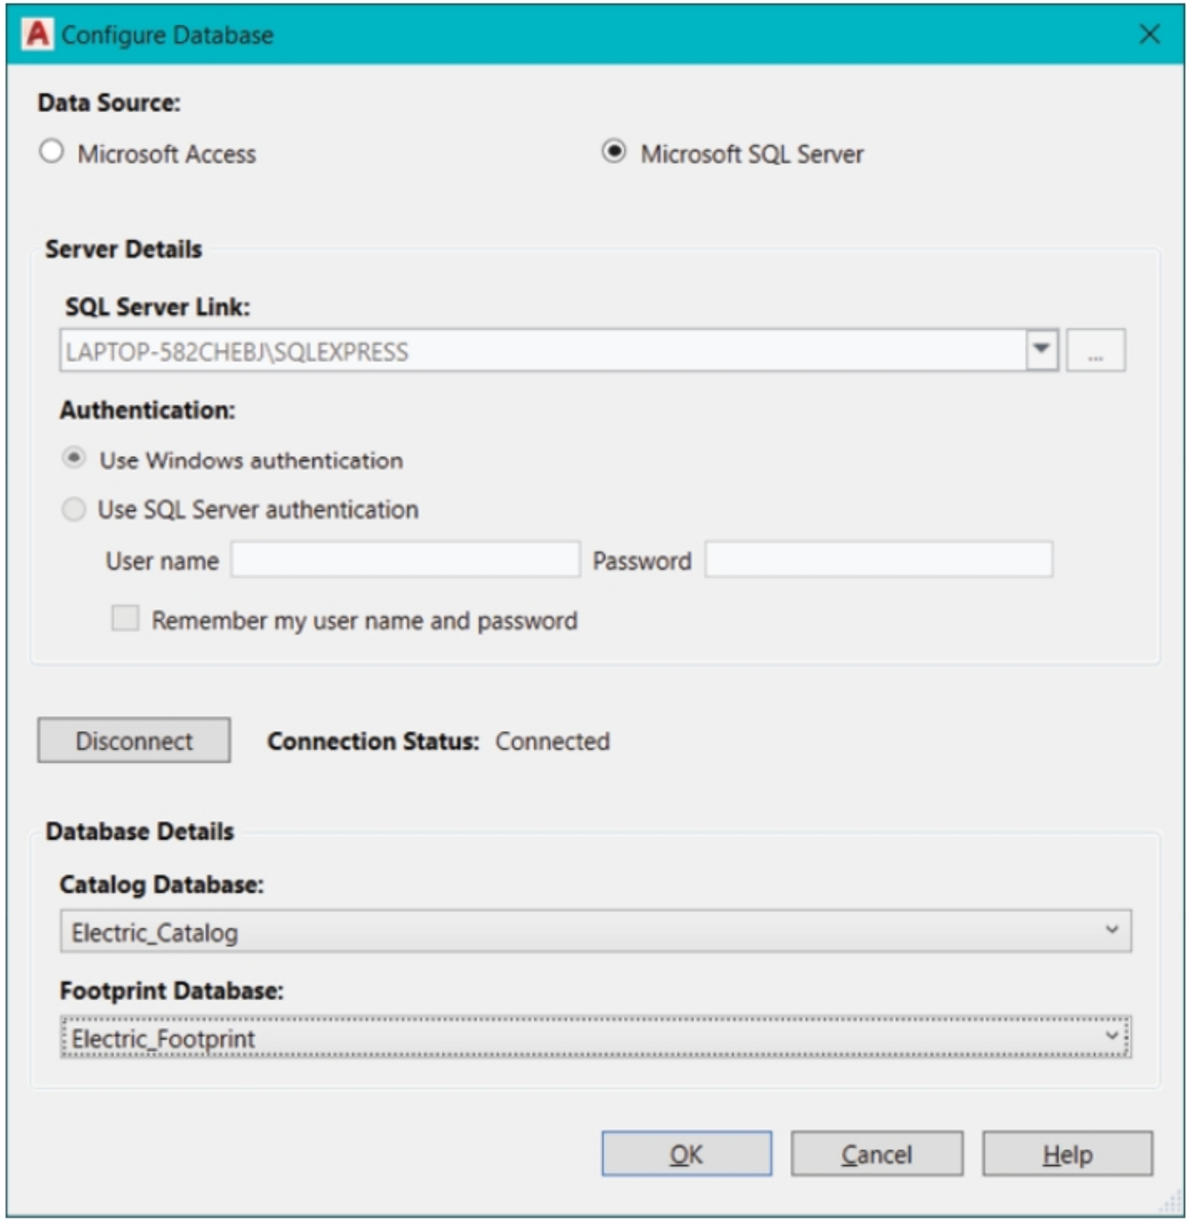

Figure-63. Connecting to SQL Server database
- Select desired link from **SQL Server Link** field (or use **Browse** button) from the dialog box and connect using desired authentication method. The database details will be displayed in the **Database Details** area; refer to Figure-63.